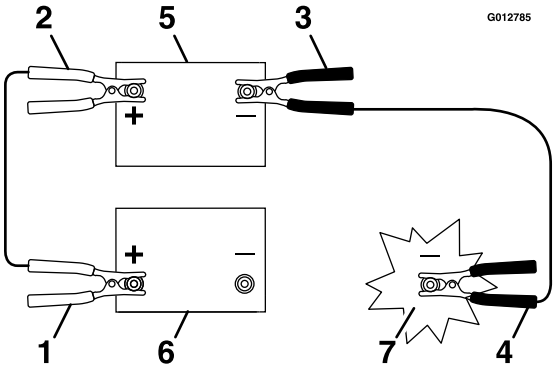

**Figur 49**
3. Tilslut pluskablet (+) til pluspolen (+) på det afladede batteri, der er forbundet med startmotoren eller magnetventilen som vist i Figur 49.